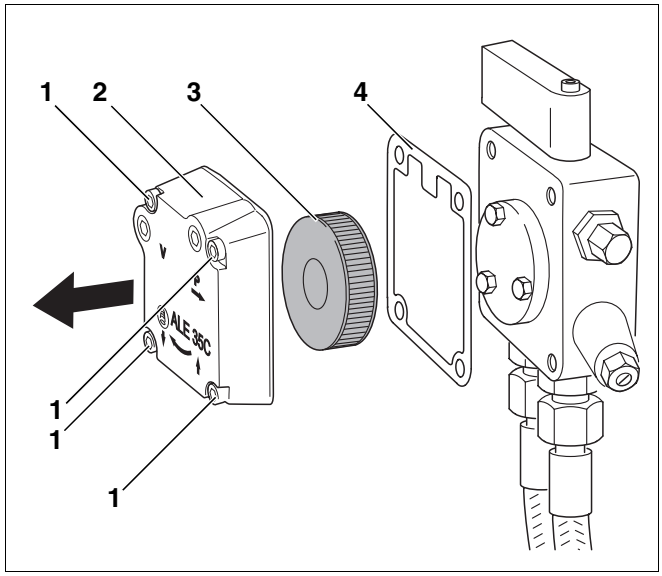

Afb. 28 Oliepompfilter controleren – oliepomp Suntec
- Draai de vier binnenzeskantschroeven (afb. 28, **pos. 1**) los.
- Neem het deksel van de behuizing (afb. 28, **pos. 2**) weg.
- Neem de filter van de oliepomp (afb. 28, **pos. 3**) eruit.
- Controleer of de afdichting (afb. 28, **pos. 4**) niet beschadigd is en vervang deze eventueel.
- Reinig de filter van de oliepomp (afb. 28, **pos. 3**) met wasbenzine, vervang deze eventueel en bouw hem weer in de oliepomp in.